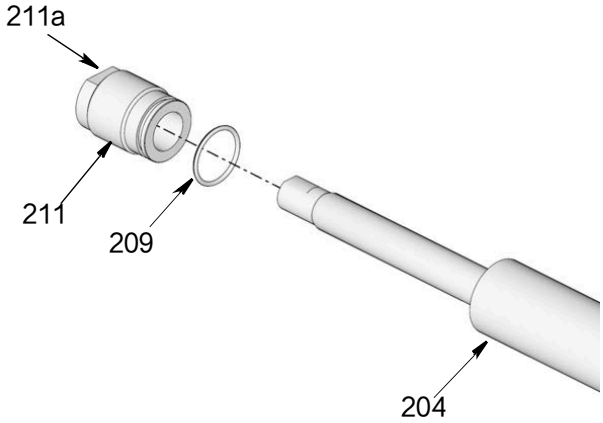

图 43
15. 在 O 形圈 (209) 上涂抹薄薄一层滑脂并装在密封定位器 (211) 上（图 43）。
16. 将密封定位器 (211) 拧到泵气缸 (204) 上，密封端安装在泵气缸内，如图 43. 在螺母 (211a) 上使用扳手拧紧适配器螺母。用 18 – 22 英尺磅（24 – 30 牛 • 米）的扭力拧紧。